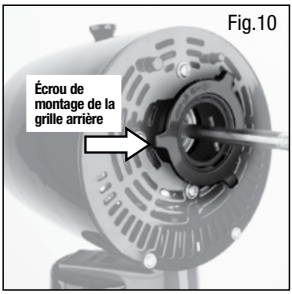

Fig.10
- L'écrou de montage circulaire de la grille arrière vient fixé à l'assemblage du moteur. Enlevez-le en tournant dans le SENS CONTRAIRE DES AIGUILLES D'UNE MONTRE. Vous refixerez l'écrou de montage de la grille arrière plus tard (Fig. 10).